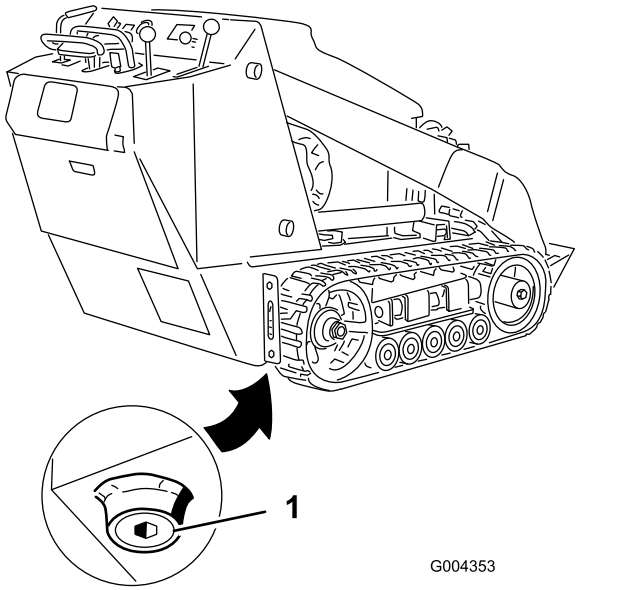

**Figure 33**
4. Remove the drain plug (Figure 33).